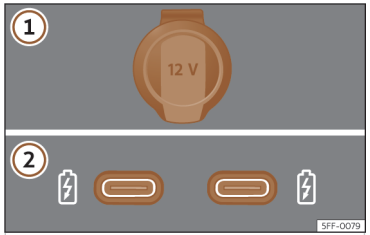

Fig. 165 Tomas de corriente de 12 voltios del vehículo.
>>> **fig. 165**
En función del equipamiento y del país, el vehículo puede disponer también de conectores USB con función **exclusivamente de carga o toma de corriente** >>> **fig. 165** ②.